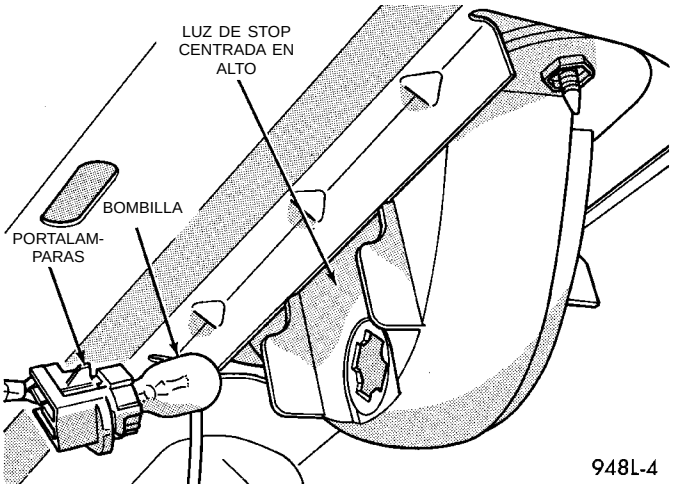

Fig. 5 Bombilla de CHMSL
(1) Desenganche el pestillo del maletero y abra la tapa del maletero.
(2) Retire el portalámparas de la luz de stop centrada en alto (Fig. 5).
(3) Extraiga la bombilla del portalámparas.